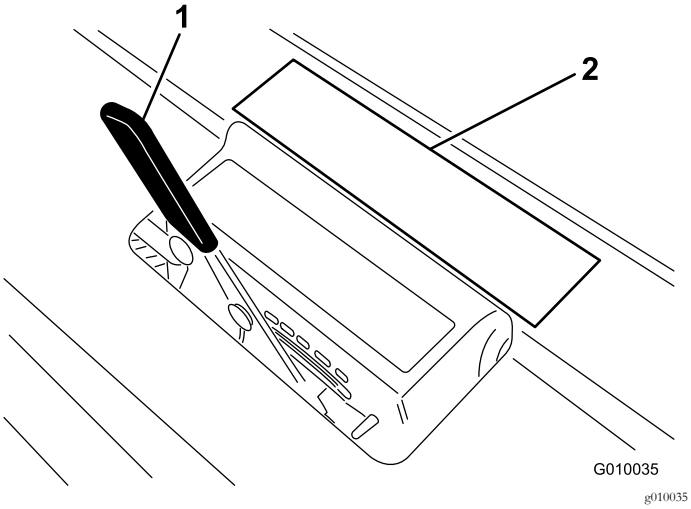

Rysunek 27
3. Ułóż ząb na etykiecie głębokości zęba (Rysunek 27) tak, aby jeden koniec był zrównany z zaznaczeniem żądanej głębokości napowietrzania (patrz nakładka zęba na etykiecie).